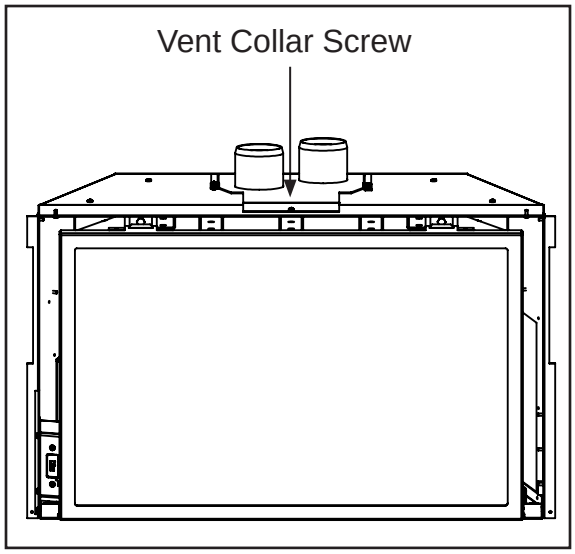

Figure 32: Vent Collar Plate Screw Location.
9. Place a bead of high temperature silicone on the intake collar of the vent terminal. Slide the Ø3" (76mm) flex intake liner over the collar, secure the flex liner with three (3) sheet metal screws evenly spaced. Secure the vent terminal to the chimney using adequate sealant, and according to local building codes.
10. If the fireplace opening is lower than 24" (610 mm), remove the vent collar plate from the top of the insert by unscrewing the 5/15" screw located on the center top of the stove above the door opening (see Figure 32). Slide the collar plate backwards. Properly secure the vent collar plate to the flexible vent pipe liner(s) previously installed in the chimney. Be careful not to over-stretch the liner(s).
11. Apply a bead of stove cement sealant to the top section of the Ø3" (76mm) exhaust vent collar plate. Slide the Ø3" (76mm) flex vent over the flue collar and secure with three (3) sheet metal screws evenly spaced.
12. Place a bead of high temperature silicone on the intake collar of the fireplace, slide the Ø3" (76mm) flex intake liner over the collar, secure the flex liner with three (3) sheet metal screws evenly spaced.